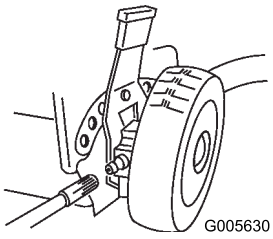

Figura 34
1. Limpe os bocais de lubrificação nas alavancas de ajuste da altura das rodas traseiras com um pano limpo (Figura 34).